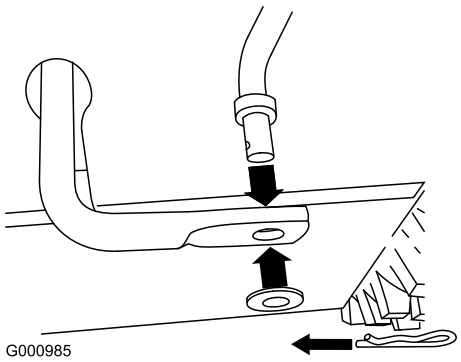

Figur 11
1. Ta bort hårnålssprinten och brickan från hastighetskontrollstångens nedre ände, och för in stångens nedre ände i den nedre länkarmen så att hastighetskontrollstångens böjda ände är vänd bakåt (Figur 11).